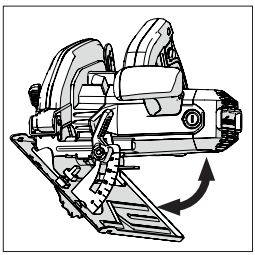

Rys. 14
- Należy przechylić tarczę do żądanego kąta zgodnie z podziałką kątomierza. **(Rys. 14)**
(14) ZALECENIA DOT. OBSŁUGI (CZYNNOŚCI KONTROLNE)